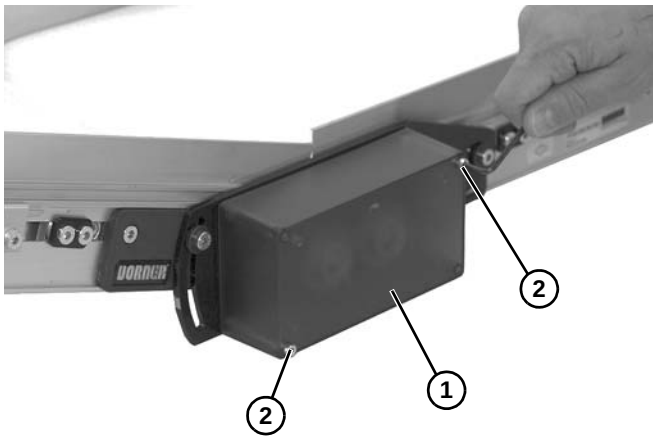

Figure 24
16. Installer le couvercle **(Figure 24, élément 1)** et les deux vis **(Figure 24, élément 2)**. Serrer suffisamment les vis pour sécuriser le couvercle.